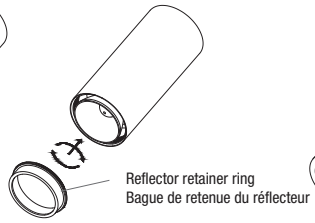

**Fig. 1e**
5. Screw the reflector retainer ring in (Fig. 1e).
5. Visser la bague de retenue du réflecteur (Fig. 1e).